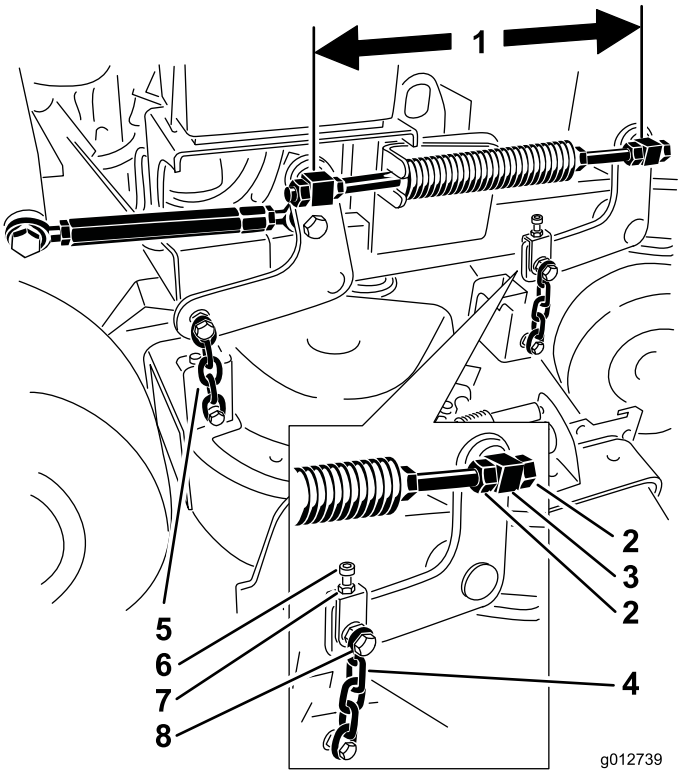

Figur 84
6. Kontroller afstanden mellem drejeleddene, mål fra drejeleddenes midte (længden fra midte-til-midte) på gevindstangen. Længden skal være 49,5 cm for 91 cm plæneklipperskjolde og 43,7 cm for 102 cm plæneklipperskjolde (Figur 84).
9. Brug kontramøtrikkerne på det forreste drejeled til at justere længden mellem de forreste og bageste drejeled i den pågældende side (Figur 84).
11. Brug justeringsbolten til at stramme begge frontkæder lige meget (Figur 84).
5. Løsn møtrikken på den øvre kædebolt og kontramøtrikken på justeringsbolten (Figur 84).
6. Brug justeringsbolten til at gøre det forreste punkt **A** 6 til 10 mm lavere end det bageste punkt **B** (Figur 84).